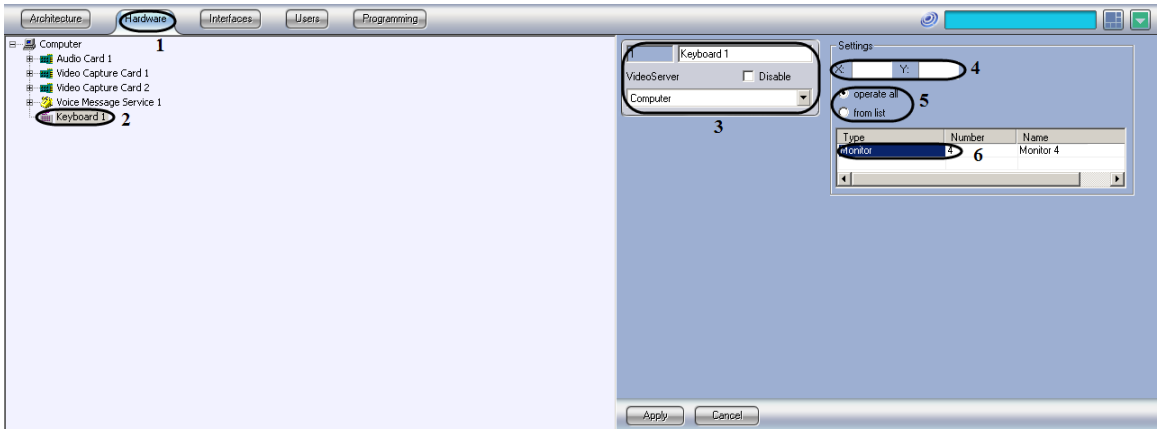

Figure 8.9-18 Settings panel of Special keyboard system object
1. Open the "Hardware" tab in the System Settings dialog box (Figure 8.9-18).